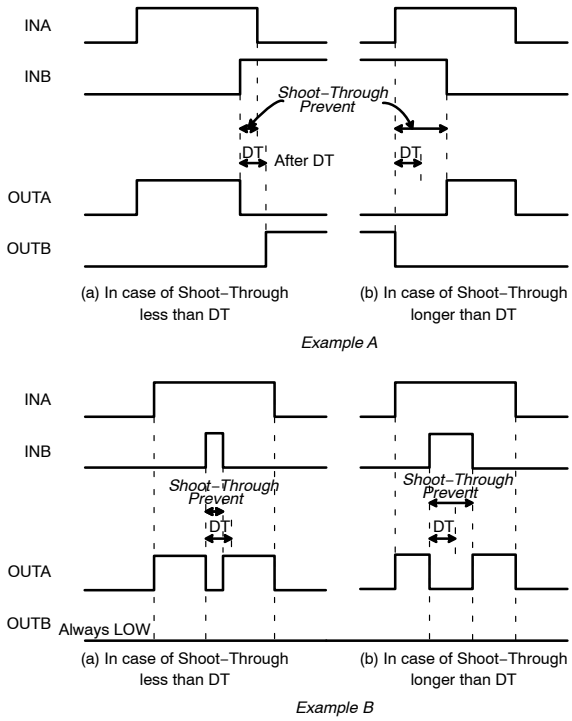

Figure 53. Concept of Shoot−Through Prevention
The cross conduction prevents both high− and low−side switches from conducting at the same time when the dead time (DT) control mode is in half−bridge type, as shown in Figure 53.